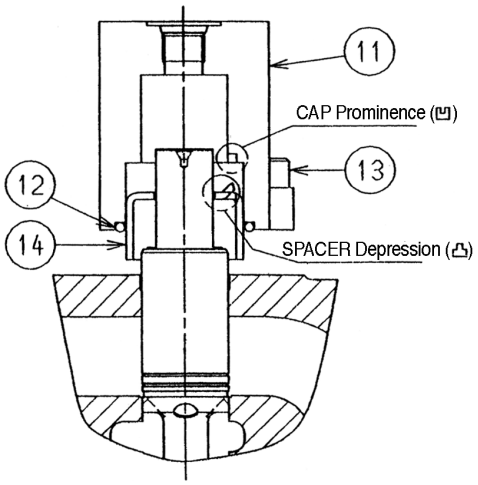

Figure 3 Wood
8. Insert O-ring (12) in cap (9). Position cap, over end of spool assembly and secure into place with socket head bolt (13). Torque socket head bolt from 3.9 - 4.5 kg•m (29 - 32 ft lb).
9. Insert O-ring (12) in cap (10). Position cap, over end of spool assembly and secure into place with socket head bolt (13). Torque socket head bolt from 3.9 - 4.5 kg•m (29 - 32 ft lb).
10. Insert O-ring (12) in cap (11) and tighten socket head bolt (13) with torque of 3.9 - 4.5 kg•m (29 - 32 ft lb).
11. Insert O-ring (12) in cap (11). Then slide spacer (14) into cap.
NOTE: *Make sure that spacer (14) is inserted in cap (11) with its indexing tab (凸) inserted into notch (凹) located inside cap. (See Figure 3)*
12. Position cap, over end of spool assembly and secure into place with socket head bolt (13). Torque socket head bolt from 3.9 - 4.5 kg•m (29 - 32 ft lb). Repeat procedure for remaining cap (11).